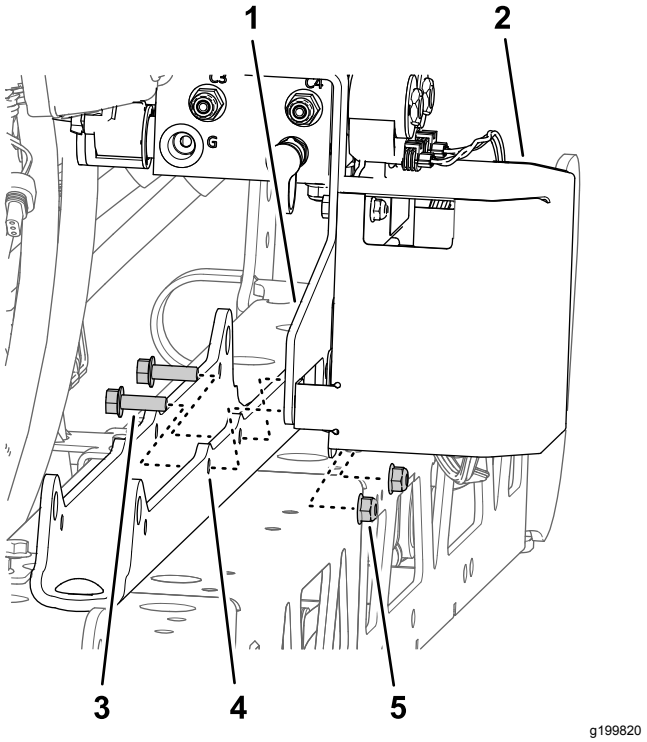

Rysunek 97
B. Zamocuj wspornik i wspornik regulatora termoelektrycznego do mocowania siłownika (Rysunek 97) używając 2 śrub kołnierzowych (5/16 x 1 cal) i 2 nakrętek kołnierzowych zabezpieczających (5/16 cala) odkręconych w kroku 1 procedury Demontaż rozdzielacza podnoszenia sekcji ze środkowej sekcji zraszania (Strona 25).